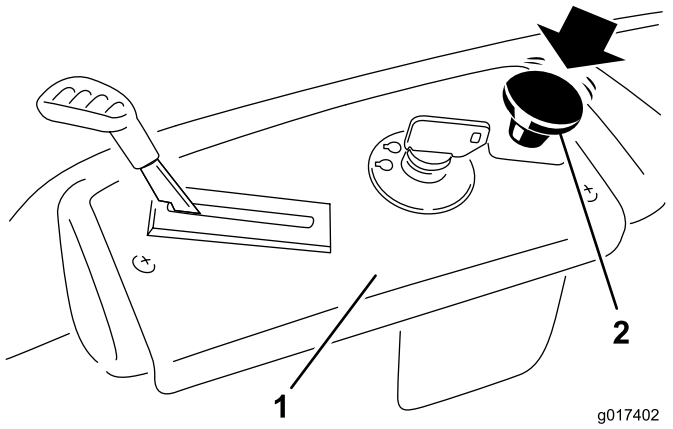

Figur 15
Skyv knivkontrollbryteren ned for å bevege den til Av-stilling, og deaktivere knivene (Figur 15).
1. Deaktiver knivene ved å flytte knivkontrollbryteren til Av (Figur 15).